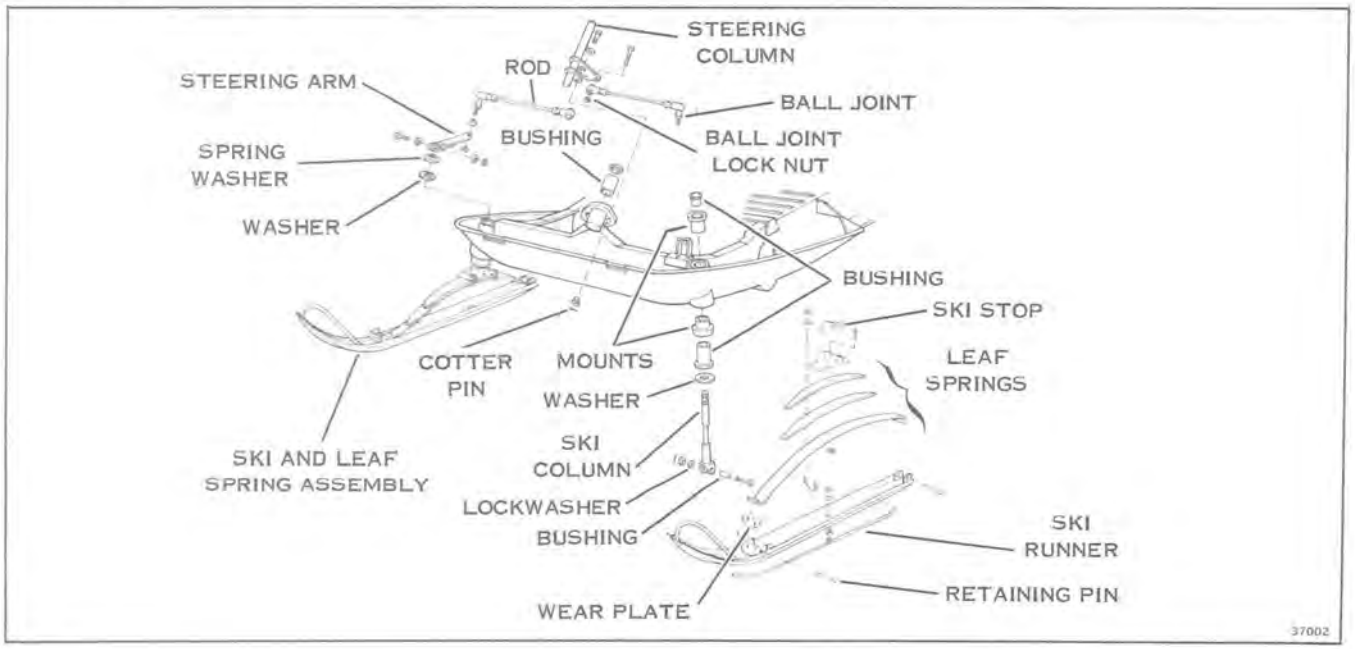

Figure 11-2
c. Identify ski columns as left or right for correct reassembly. Remove steering arm from ski column. See Figure 11-2.
b. Inspect steering column bushing and replace if worn. See Figure 11-2.